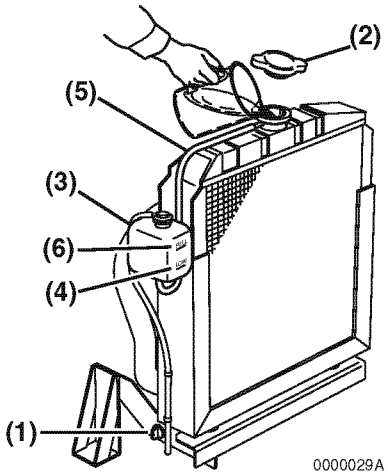
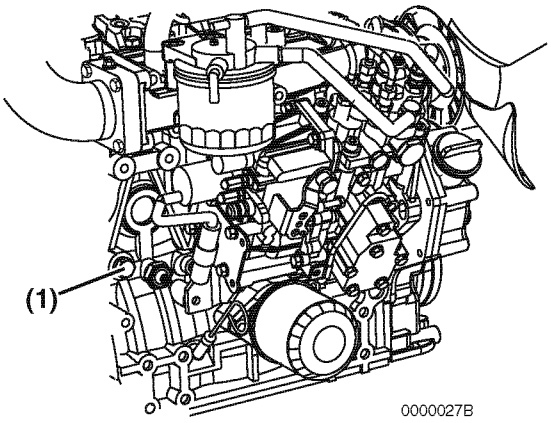
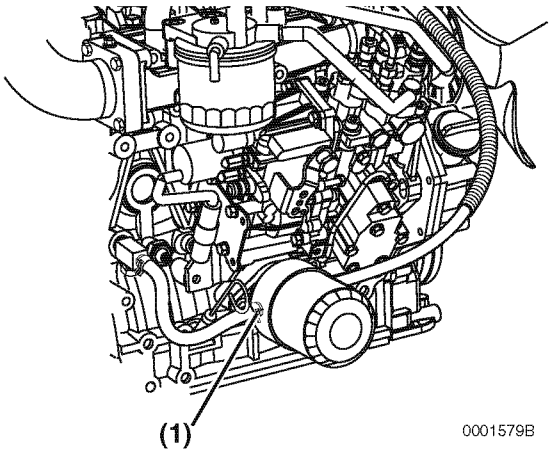

Figure 4-7
Figure 4-8
Figure 4-9
Fill the radiator and reserve tank as follows. This procedure is for filling the radiator for the first time or refilling it after it is flushed. Note that a typical radiator is illustrated **(Figure 4-7)**.
1. Check to be sure the radiator drain plug is installed and tightened or the drain cock **(Figure 4-7, (1))** is closed. Also make sure the coolant drain plug **(Figure 4-8, (1))** in the cylinder block is closed or the oil coolant hoses **(Figure 4-9, (1))** are installed at the oil cooler.
2. Remove the radiator cap **(Figure 4-7, (2))** by turning it counter-clockwise about 1/3 of a turn.
4. Reinstall the radiator cap **(Figure 4-7, (2))**. Align the tabs on the back side of the radiator cap with the notches on the engine coolant filler port. Press down and turn the cap clockwise about 1/3 of a turn.
5. Remove the cap on the reserve tank **(Figure 4-7, (3))**, and fill it to the LOW (COLD) mark **(Figure 4-7, (4))** with engine coolant. Reinstall the cap.
6. Check the hose **(Figure 4-7, (5))** that connects the reserve tank **(Figure 4-7, (3))** to the radiator. Be sure it is securely connected and there are no cracks or damage. If the hose is damaged, the engine coolant will leak out instead of going into the reserve tank.
7. Run the engine until it is at operating temperature. Check the level of engine coolant in the reserve tank. When the engine is running and the engine coolant is at normal temperature, the coolant level in the tank should be at the FULL (HOT) mark **(Figure 4-7, (6))**. If the engine coolant is not at the FULL (HOT) mark **(Figure 4-7, (6))**, add additional engine coolant to the reserve tank to bring the level to the FULL (HOT) mark.